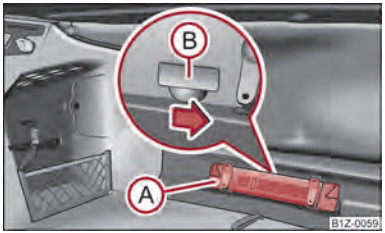

Fig. 16 Emergency unlocking of the boot lid
– Take out the warning triangle Ⓐ ⇒ fig. 16.